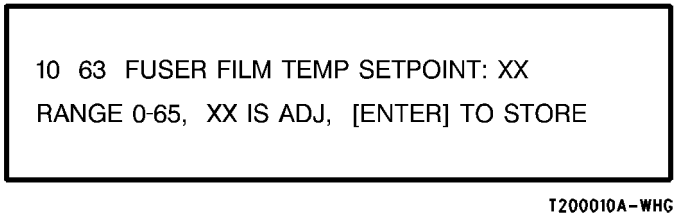

**Figure 4 Vellum Temperature Setpoint**
4. ( Figure 4): Enter code [ **1062** in order to adjust the Fuser Temperature for vellum. The following message is displayed.